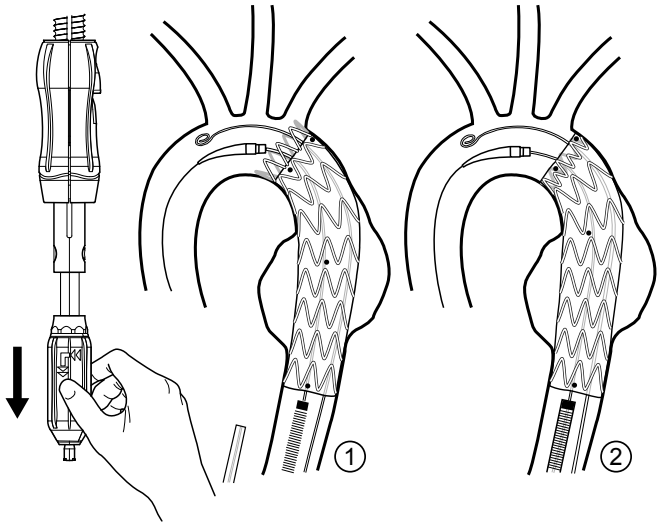

Figura 10. Rilascio del meccanismo di ritenzione prossimale
3. Tirare indietro l'impugnatura del meccanismo di ritenzione prossimale con un movimento uniforme fino a sbloccare il meccanismo di ritenzione prossimale e a dispiegare completamente l'estremità prossimale (figura 10). Osservare il dispiegamento dell'estremità prossimale sotto guida fluoroscopica e confermare l'avvenuto rilascio completo dell'endoprotesi.